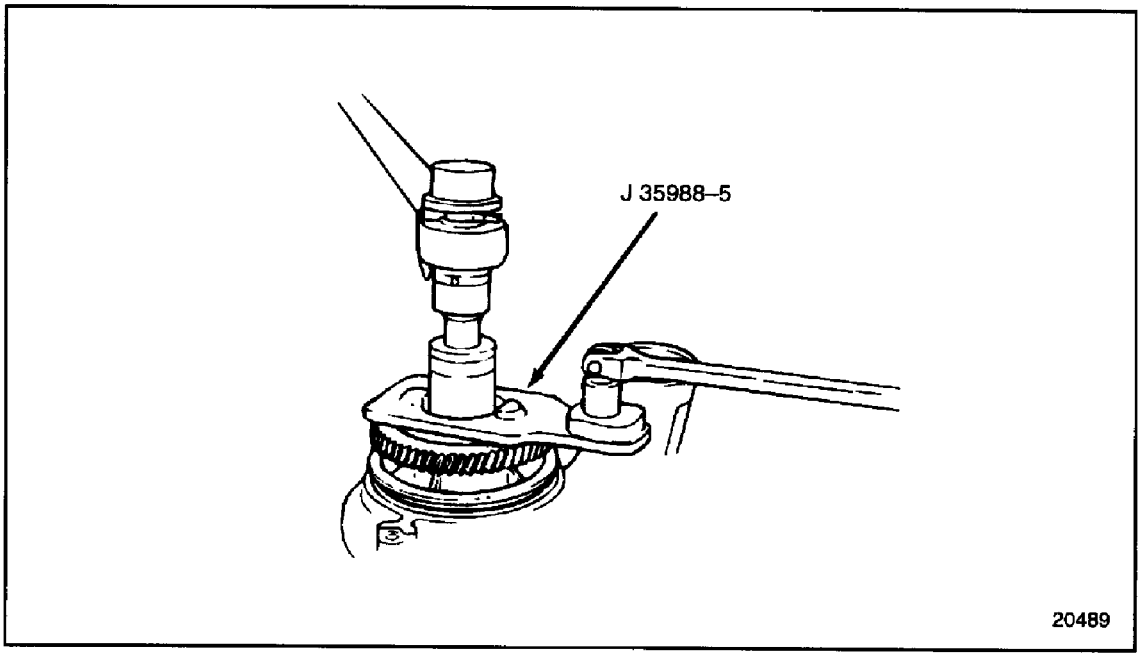

Figure 4-39 Water Pump Drive Gear Locknut Removal (FM)
3. Place the water pump face down on a press bed. Using J 35988-5, part of tool set J 35988-D, and two breaker bars, loosen the locknut that secures the water pump drive gear to the shaft. Remove the locknut. See Figure 4-39.